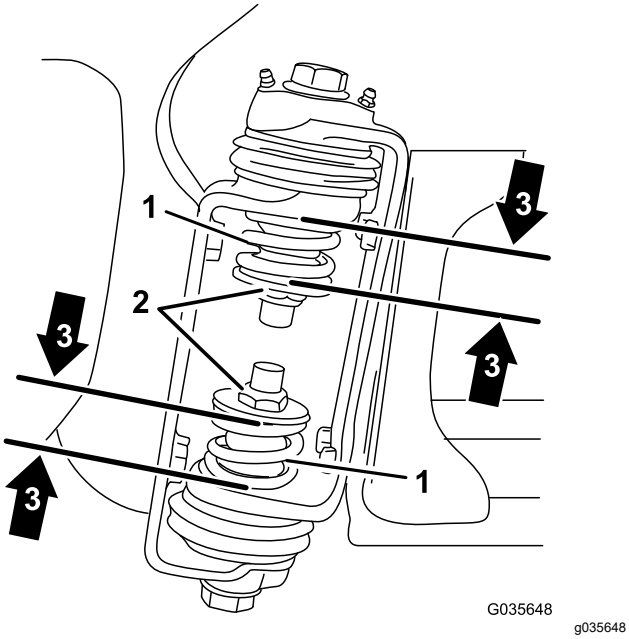

Figur 4
3. Mät trycket hos de övre och nedre fjädrarna på sektionsgångjärnen med sektionerna i utfällt läge (Figur 4).